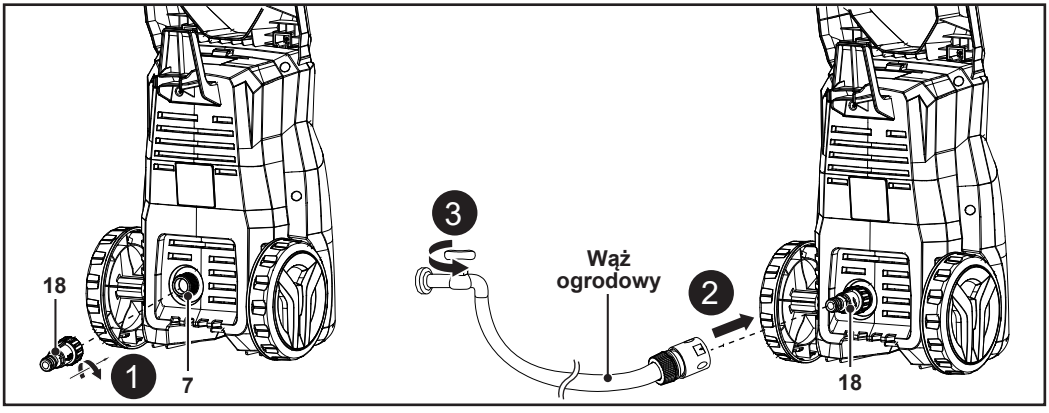

Rys. 7
1. Wyjąć z wlotu wody (5) korek z tworzywa sztucznego.
2. Podłączyć przyłącze wlotu wody (18) do wlotu wody (5), obracając je w prawo (rys. 7, krok 1).
3. Podłączyć jeden koniec węża ogrodowego (nie wchodzi w skład zestawu) do przyłącza wlotu wody (18) (rys. 7, krok 2).
4. Podłączyć drugi koniec węża ogrodowego do odpowiedniego dopływu wody (rys. 7, krok 3).